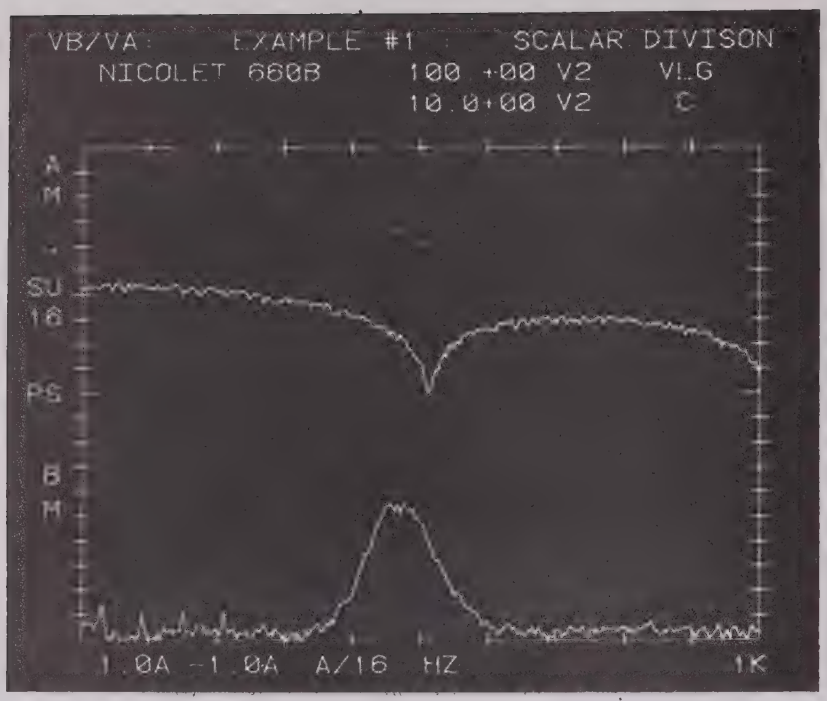

FIGURE S-1.
When the Complex Math (CM) function key is depressed the TEXT mode will be enabled and the Complex buffer C will be cleared. Therefore data to be processed must be collected after Complex Math is selected. The 660B is now ready to accept an algebraic equation. Equations constructed from the valid character set may be 43 characters in length, and are terminated with a colon (44th). Comments may be added after the colon but the maximum field length remains at 44 characters. (Refer to Figure S-1).
In Figure S-1 power spectrums from Channel A and Channel B are displayed. Referencing Figure S-1 (A) the equation: "VB/VA:" has been verified and executed. This Complex Math equation divides the Averaged Power Spectrum Channel B by the Averaged Power Spectrum Channel A and places the result in the Complex buffer C. The Complex buffer C is denoted by the "CX" on the left edge of the graticule.